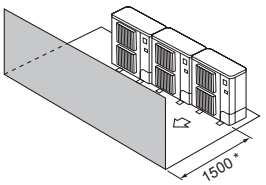

Fig. 2-15
(3) Obstacles uniquement à l'avant (Fig. 2-15)